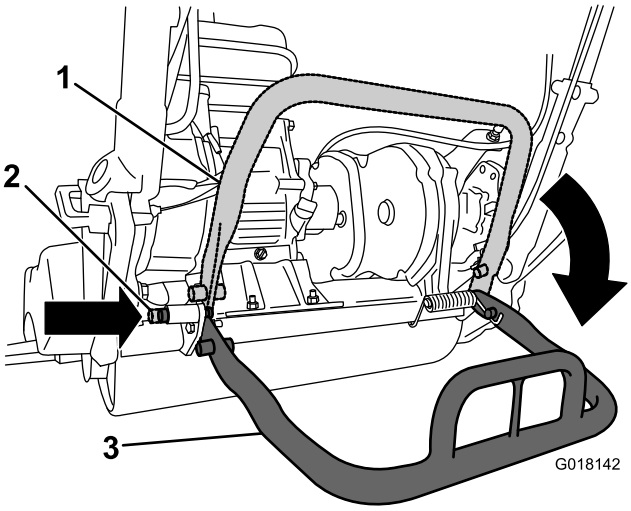

Figuur 3
2. Laat de kick-standaard zakken en druk de borgpen in om de kick-standaard in de onderhoudsstand te borgen (Figuur 3). Laat de machine rusten op de borgpen.